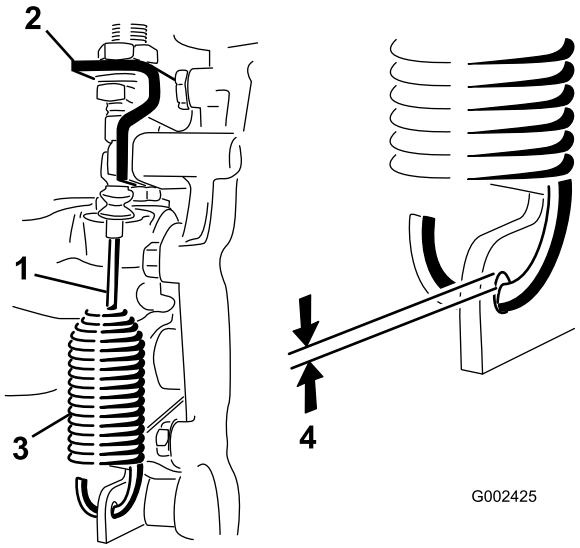

Figur 53
2. Løsne på låsemutterne som fester differensialsperrekabelen til braketten på transakselen (Figur 53).